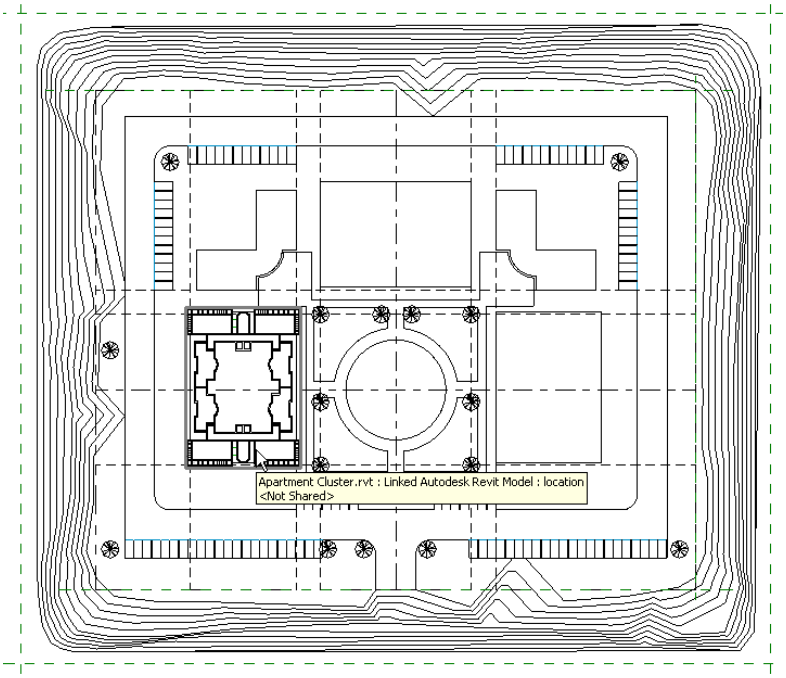

Figure 16-78 *Placing the linked Apartment 1 project over the building pad*
c. Open the *Site Plan* project and link the *Apartment Cluster* and the *Club* project using the **Import/Link** tool, refer to Figures 16-78 and 16-79.
7. Place the *Apartment Cluster* project over the building pad at the location shown in Figure 16-78. You may need to use the **Move** tool to align the linked model. The exact location is not important for this tutorial.